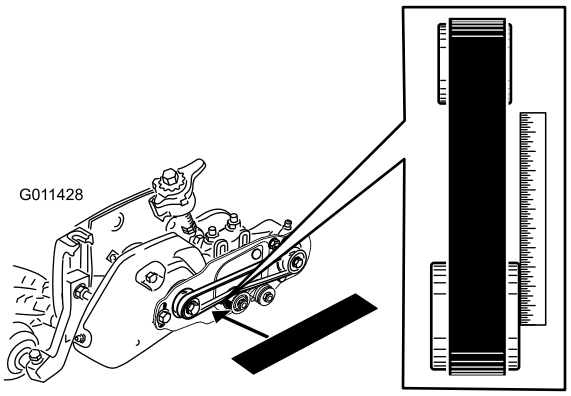

Figura 33
- Coloque una regla contra la cara exterior de la polea de **transmisión** (Figura 33).